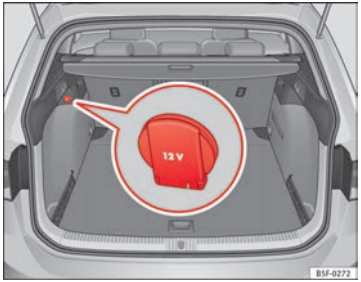

Fig. 88 Detailed view of the side trim in the luggage compartment: 12-volt power sockets (valid only for the LEON ST model)
– Lift the power socket cover ⇒ Fig. 88.